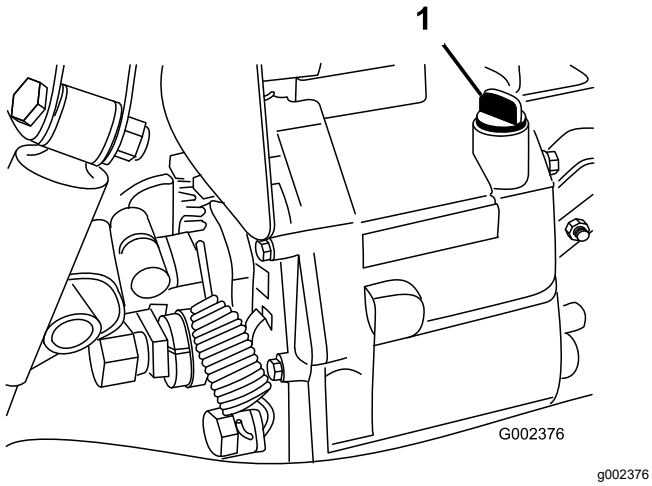

**Figuur 19**
2. Reinig het gebied rond de peilstok (Figuur 19).